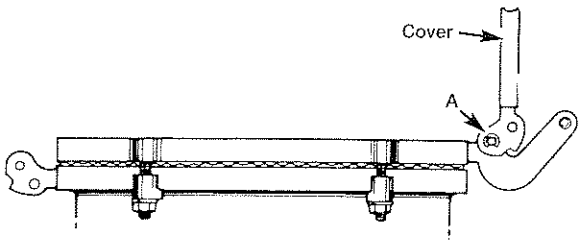

Figure 20: Manway Cover on Protection Ring
4. Put retaining ring (2) on one end of each hinge pin (1).
5. Position and support manway cover so cover hinge lugs are supported on hinge arms and cover is fully open (see Figure 20).
6. Add washer (7) to one hinge pin, and insert pin through holes (Figure 20, location A) to connect cover hinge lugs to hinge arms. Hinge pin should slide into position easily, although manipulation of cover may be required to align holes in lugs with holes in arms.
8. Hold yoke (8) in position between hinge arms with setscrew holes on lower portion of yoke. If necessary, bend hinge arms so yoke fits between them with a slight clearance. Yoke must pivot freely between arms.